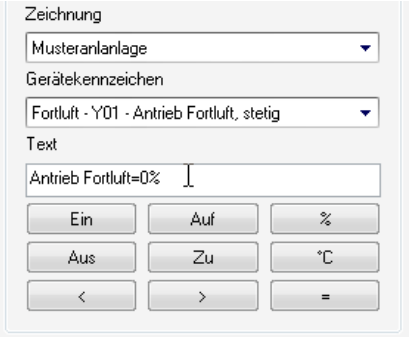

Bild 25.9 – Textbeschreibung der Aktion anpassen
- Wählen Sie als *Typ Aktoren* und aus dem Listenfeld *Zeichnung* die *Musteranlage*. Das erste *Gerätekennzeichen* soll *Fortluft Y01* . . . sein (Abb. 25.9).